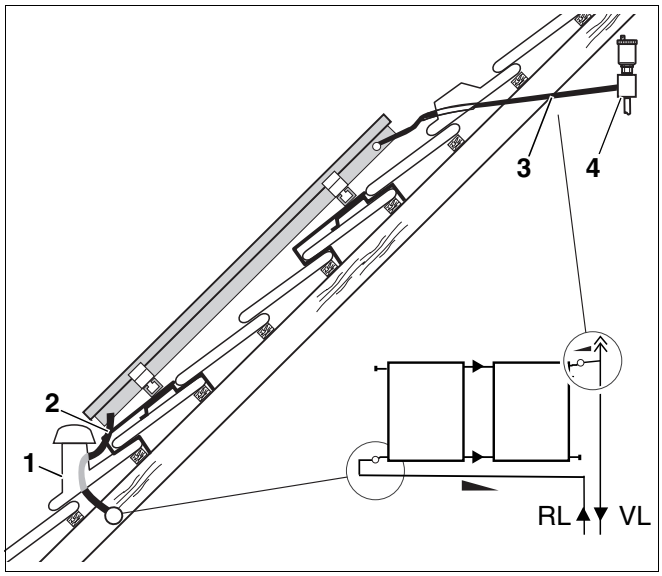

Afb. 44 Positie van de luchtbeker met ontluchter
- Sluit, op het hoogste punt, de luchtbeker (afb. 44, **pos. 4**) met ontluchter aan de vertrekleiding aan (afb. 44, **pos. 3**), met behulp van de bijgeleverde flexibele slang.